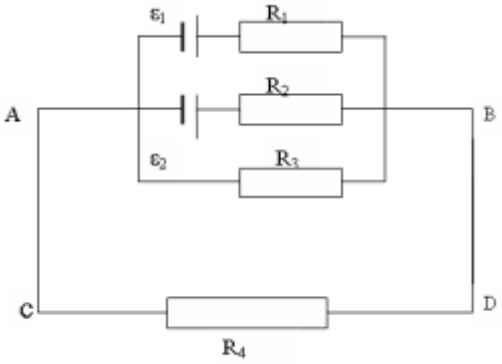

рис.16
71. Определить силу токов на всех участках электрической цепи (рис.16), если ε_1=10В,=12В,R_1=2Ом,=2Ом,=8Ом,R_4=4Ом. Внутренними сопротивлениями источников тока пренебречь.